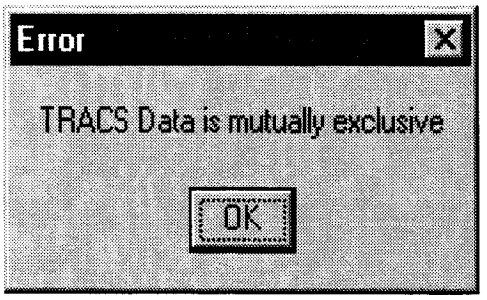

FIGURE 4-82A. TRACS DATA DUMP ERROR WINDOW
(1) Click on a class in either list (it becomes highlighted) and then click on the < or the > button to move that class to the alternate list.
(2) Double clicking on a data class moves that class to the alternate list.
(3) The TRACS Data Dump class must be moved to the selected list exclusively.
(4) If User attempts to move TRACS Data Dump inclusively, error window “TRACS...exclusive” appears. (Figure 4-82A.)